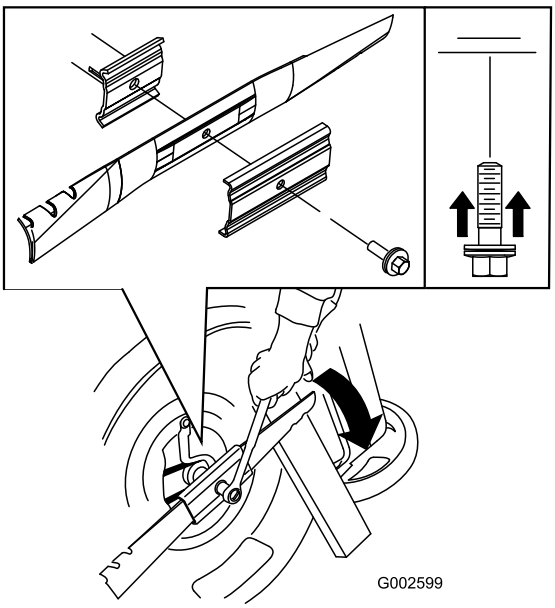

Figur 47
3. Brug en træklods til at holde kniven fast (Figur 47).
4. Afmonter kniven, men gem alle monteringsbolte og -møtrikker (Figur 47).
5. Monter den nye kniv og alle monteringsboltene og -møtrikkerne (Figur 47).